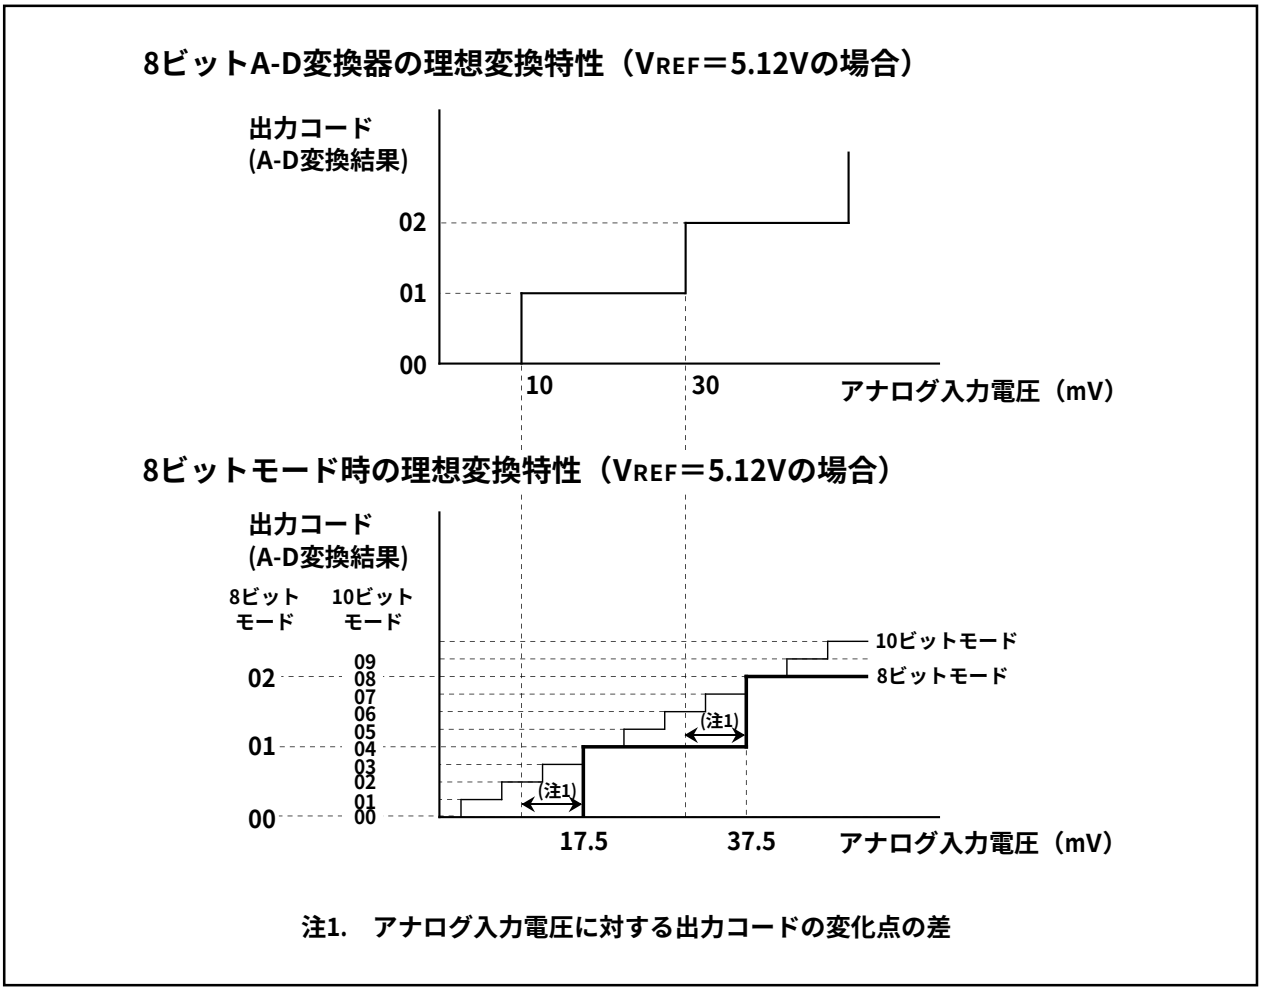

図2.7.20. 8ビットモードおよび8ビットA-D変換器の理想変換特性
内 容 (1) 8ビットモード時、10ビット逐次比較レジスタの上位8ビットがA-D変換結果となります。このため、8ビットA-D変換器と比較すると、比較電圧が3VREF / 2048(表2.7.10の下線参照)異なり、図2.7.20に示す出力コードの変化点の差が生じます。